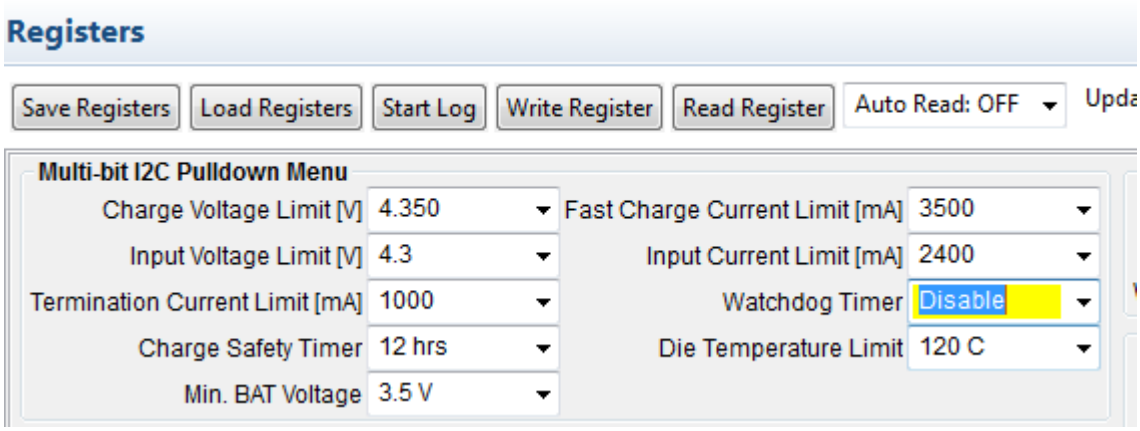

Figure 6. bq25910 Watchdog Timer Disable
- Once *WD_RST* is set, all the device parameters can be programmed. To keep the device in host mode, the host has to reset the watchdog timer by setting the *WD_RST* bit before the timer expires or disable the watchdog timer. For the purpose of this evaluation, we disable the watchdog timer by writing REG05[5:4] = 00b. This can be done by using the drop-down menu for the *Watchdog Timer* setting on the *Multi-bit I2C Pulldown Menu*. See Figure 6 for the location in bqStudio.